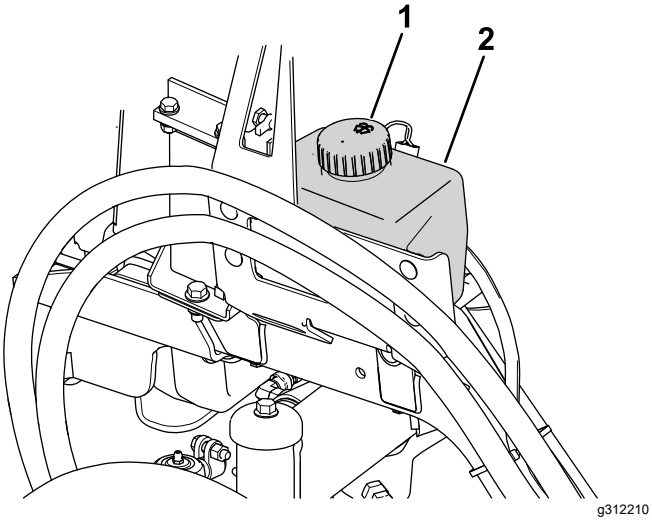

**Bild 86**
1. Entfernen Sie den Deckel (Bild 86) vom Flüssigkeitsbehälter.